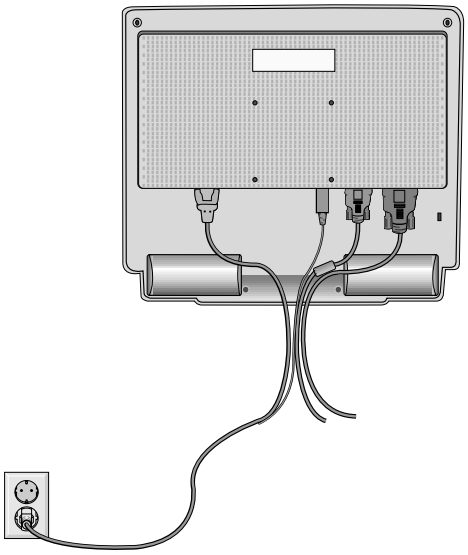

Figura R.4
6. Collegare il cavo AC, il cavo segnali e il cavo audio al retro del monitor (**Figura R.4**).